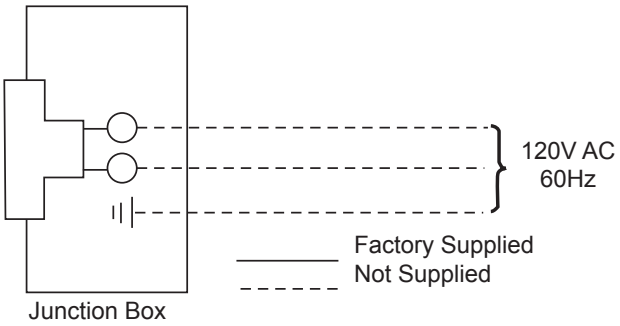

Figure 31 - Junction Box Wiring Diagram
3. The junction box cover has a factory installed “romex” style strain relief connector. After connecting the wires, route the wire leads through this connector. Refer to the wiring diagram in *Figure 31*.